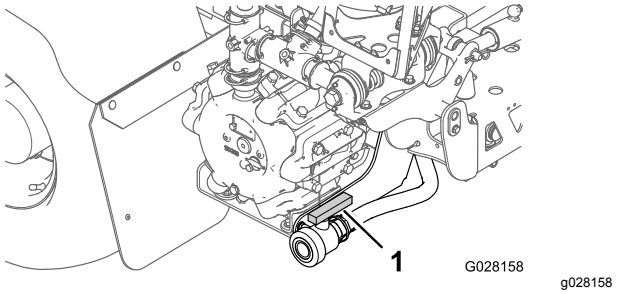

Figur 46
2. Leta upp tanktömningsventilen på maskinens baksida (Figur 46).